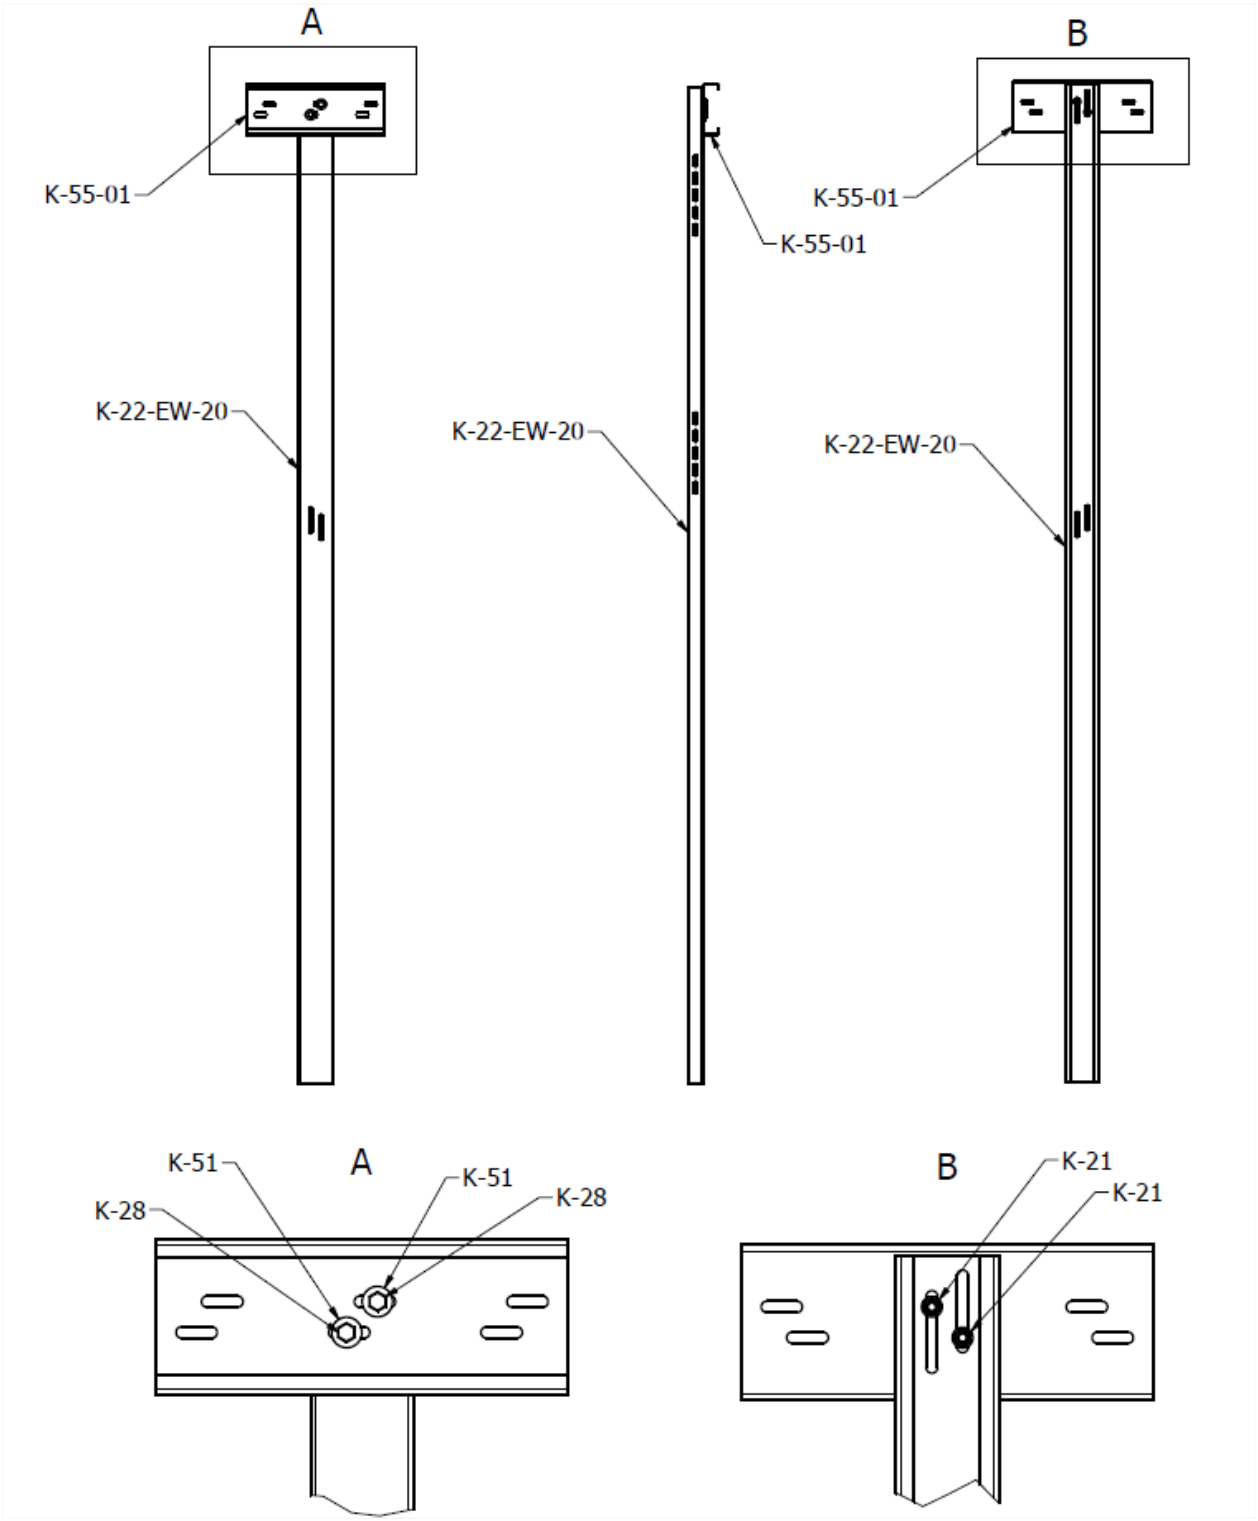

RYS.5 Montaż łącznika krokwi
6. Po stabilnym i poprawnym montażu wszystkich podpór do gruntu przystąpić do montażu łącznika krokwi K-55-01. W celu poprawnego montażu należy użyć dwóch górnych otworów w podporze. Do poprawnego montażu należy użyć śrub z łbem sześciokątnym K-28, dwóch podkładek K-51 oraz dwóch nakrętek K-21. Należy przełożyć śruby z łbem sześciokątnym wraz z podkładkami od strony łącznika, a następnie skręcić wstępnie za pomocą nakrętek od strony podpory (rys.5).